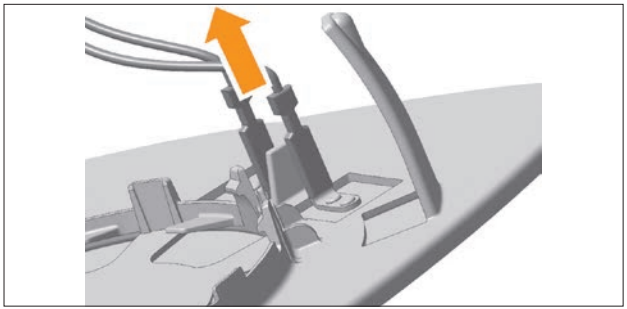

Рис. 8.17. Контакты нагревательного элемента
- отсоедините два контакта от нагревательного элемента (рис. 8.17);